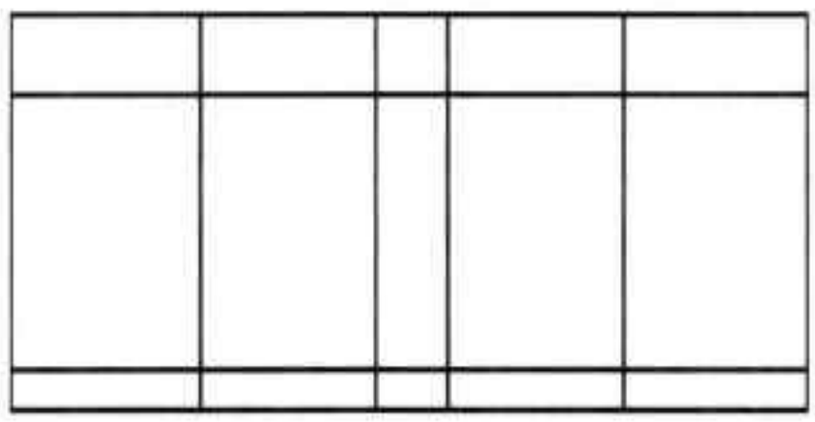

图21-95 偏移线段
Step 16 执行“偏移”命令，将顶部线段向下偏移 6，底部线段向上偏移 3，然后两边竖直线段各向内偏移 21 和 41，如图 21-95 所示。